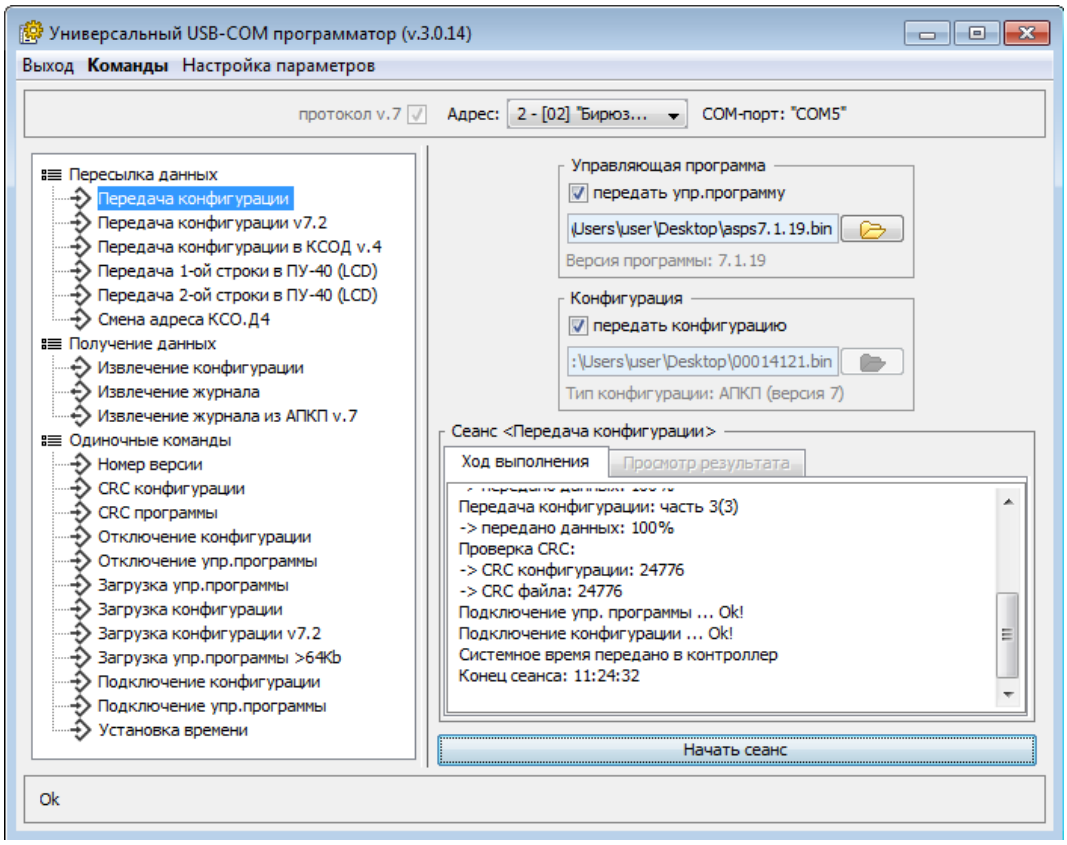

Рисунок 101. Универсальный USB-COM программатор. Программирование прибора
5) Нажать кнопку «Начать сеанс» и дождаться окончания сеанса программирования прибора (рисунок 101).